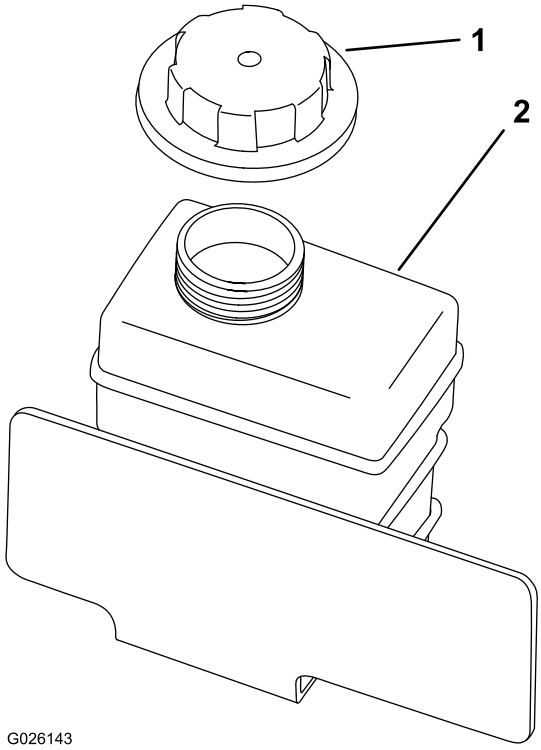

Figur 18
2. Kontroller kjølemiddelnivået i reservetanken (Figur 18).